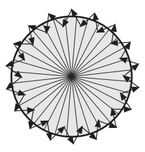

Figur 22
4. Gå från utsidan av detektionsmönstret tills LED tänds i ca. 2 s som indikerar att rörelsen har detekterats (se Figur 22).